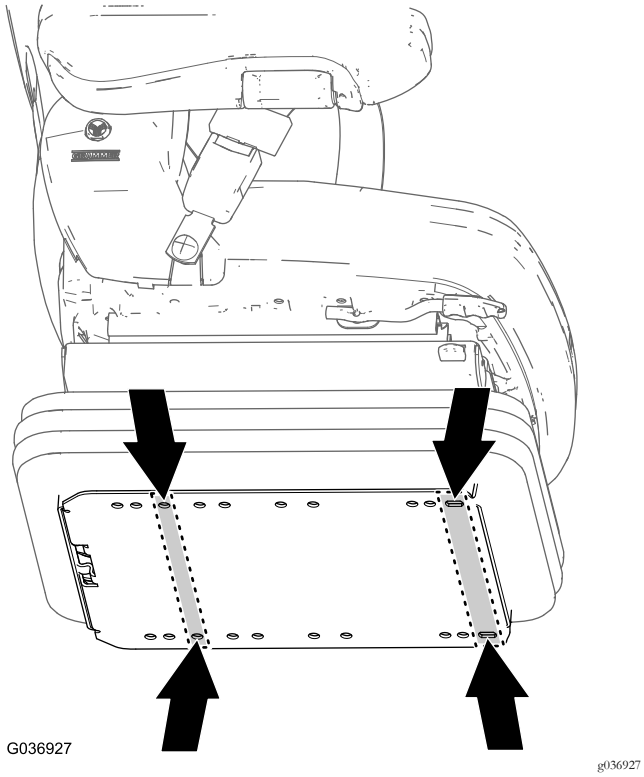

Figure 13
1. Sur la plaque inférieure du nouveau siège, localisez les trous de fixations du siège à votre machine (Figure 13).